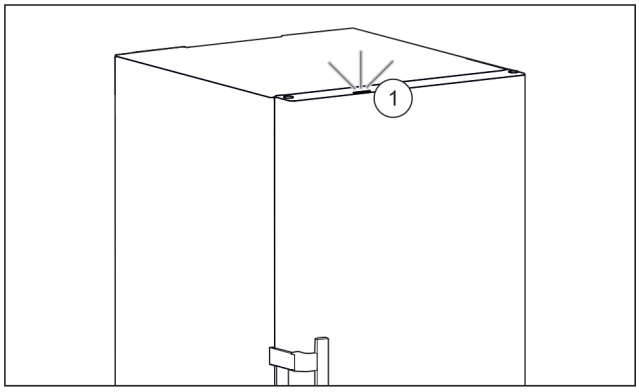

Fig. 61 Активная лампа статуса при закрытой двери
▷ Лампа статуса *Fig. 61 (1)* активирована.